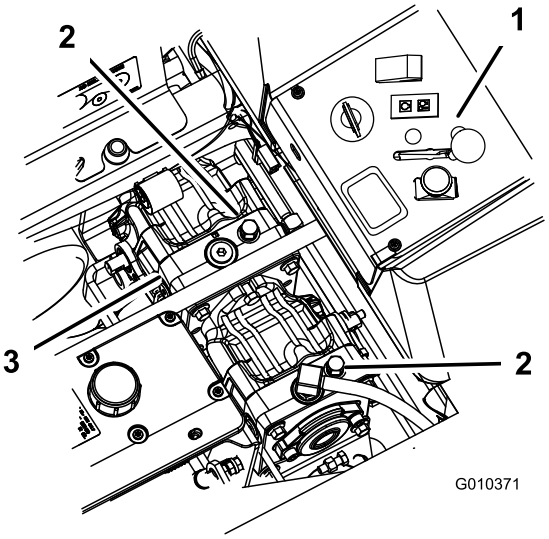

Rysunek 31
2. Obróć zawory obejściowe o jeden obrót w lewo. Umożliwi to ominięcie pompy przez olej hydrauliczny. Dzięki temu koła będą mogły się obracać (Rysunek 31).
Aby obsługiwać maszynę, obróć zawory obejściowe w prawo o jeden obrót (Rysunek 31).